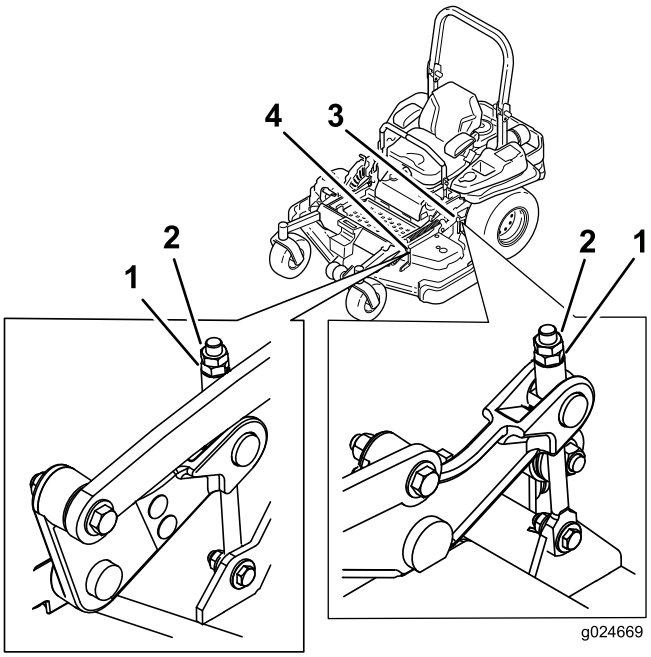

Figur 84
9. Finindstil justermøtrikken efter behov på forreste skjoldjustering ved at dreje på den (se Figur 84).
15. Finjuster justeringsskruen ved at dreje den til en højde på 8,3 mm (Figur 84).